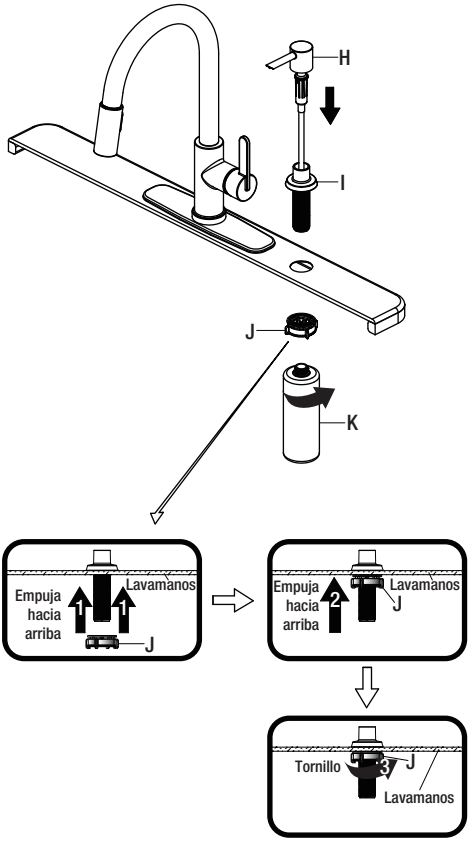

Fig 1
- ☐ Inserta el ensamblaje para jabón (I) en el orificio seleccionado del fregadero. Asegura el ensamblaje para jabón en el fregadero con la tuerca de montaje incluida (J) para el dispensador de jabón. Empuja la tuerca de montaje incluida (J) hacia arriba sobre las roscas hasta que toque la parte inferior del lavamanos. Enseguida gírala con la mano (hacia la derecha) para ajustar (Fig. 1).
- ☐ Desde abajo del fregadero, enrosca la botella de jabón (K) en el vástago del ensamblaje para jabón (I). Inserta la bomba para jabón (H) abajo en el ensamblaje para el jabón (I).